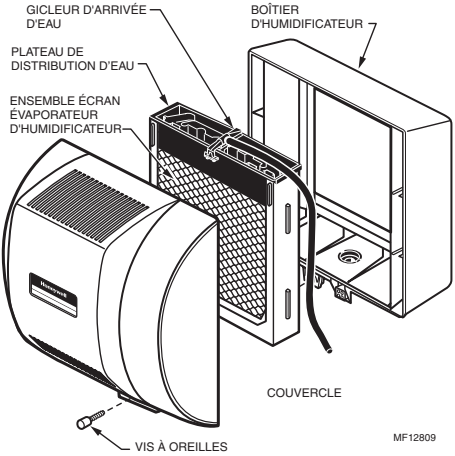

**Fig. 3. Démontage de l'humidificateur.**
6. Démonter l'humidificateur, enlever le couvercle et retirer l'ensemble écran évaporateur. Voir la Fig. 3.